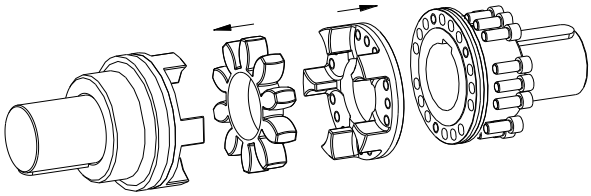

Fig. 18 : montage de l'anneau ou de la flasque d'entraînement
- Placez la flasque d'entraînement avant la flasque d'accouplement (voir fig. 18).
- Insérer l'anneau ou les éléments DZ dans les doigts du moyeu (voir fig. 18).